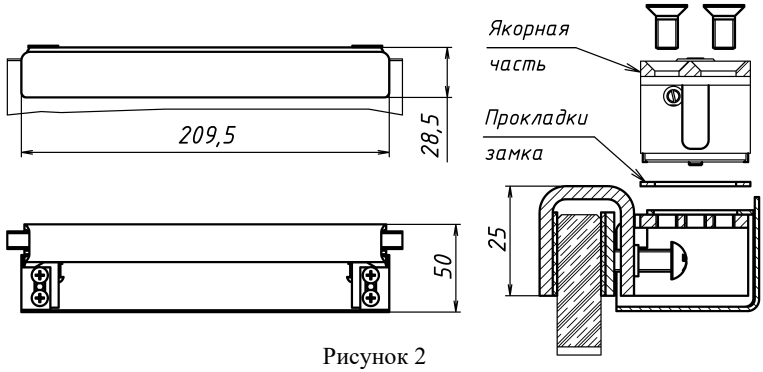

Рисунок 2
2.4 Декоративный кожух (2) надвигается на кронштейн (рисунок 2).